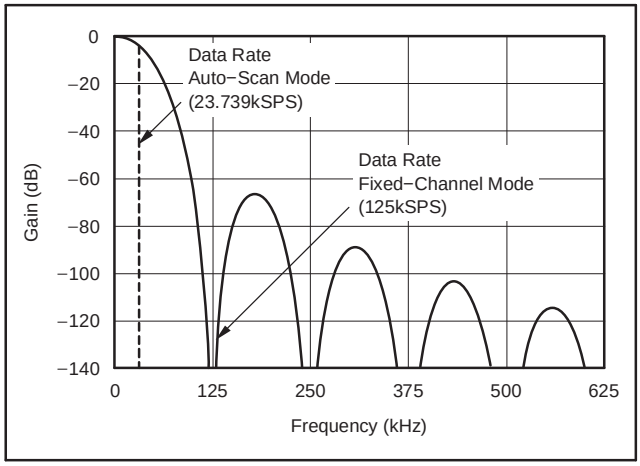
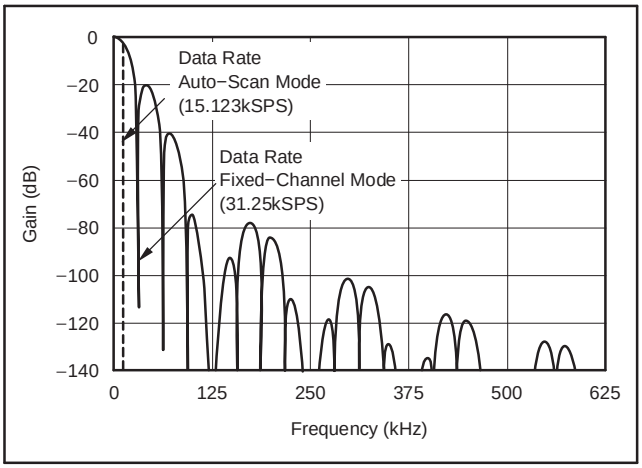

Figure 43. Frequency Response, DRATE[1:0] = 11
Figure 44. Frequency Response, DRATE[1:0] = 10
The low-pass filter has notches (or *zeros*) at the data output rate and multiples thereof. The $sinc^5$ part of the filter produces wide notches at $f_{CLK}/128$ and multiples thereof. At these frequencies, the filter has zero gain. Figure 43 shows the response with no post averaging. Note that in Auto-Scan mode, the data rate is reduced while retaining the same frequency response as in Fixed-Channel mode.
Figure 44 shows the response with averaging set to 4 (DRATE[1:0] = 10). 4-reading, post-averaging produces three equally-spaced notches between each main notch of the $sinc^5$ filter. The frequency response of DRATE[1:0] = 01 and 00 follows a similar pattern, but with 15 and 63 equally-spaced notches between the main $sinc^5$ notches, respectively.
(1) f_{CLK} = 16 MHz, Chop = 0, and Delay = 0.
(2) Num_Ave is the number of averages performed by the digital filter second stage.
(3) In Auto-Scan mode, the data rate listed is for a single channel; the effective data rate for multiple channels (on a per-channel basis) is the value shown in Figure 43 and Figure 44 divided by the number of active channels in a scan loop.
Referring to Figure 43 and Figure 44, frequencies present on the analog input above the Nyquist rate (sample rate/2) are first attenuated by the digital filter and then alias into the passband.